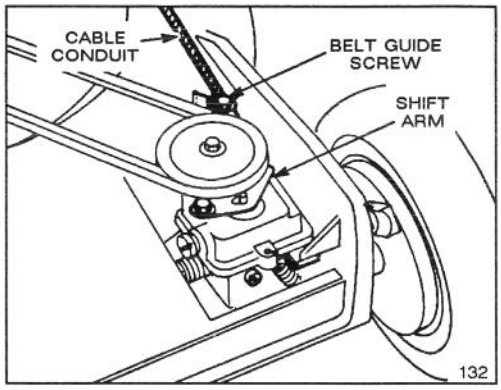

Figure 18
3. ADJUSTMENT (Fig. 18)—Loosen belt guide screw until cable conduit slides. Move handle-mounted wheel drive control to DISENGAGE detent. Move shift arm toward clamp screw and hold in place. Pull cable conduit to remove slack and tighten belt guide screw.